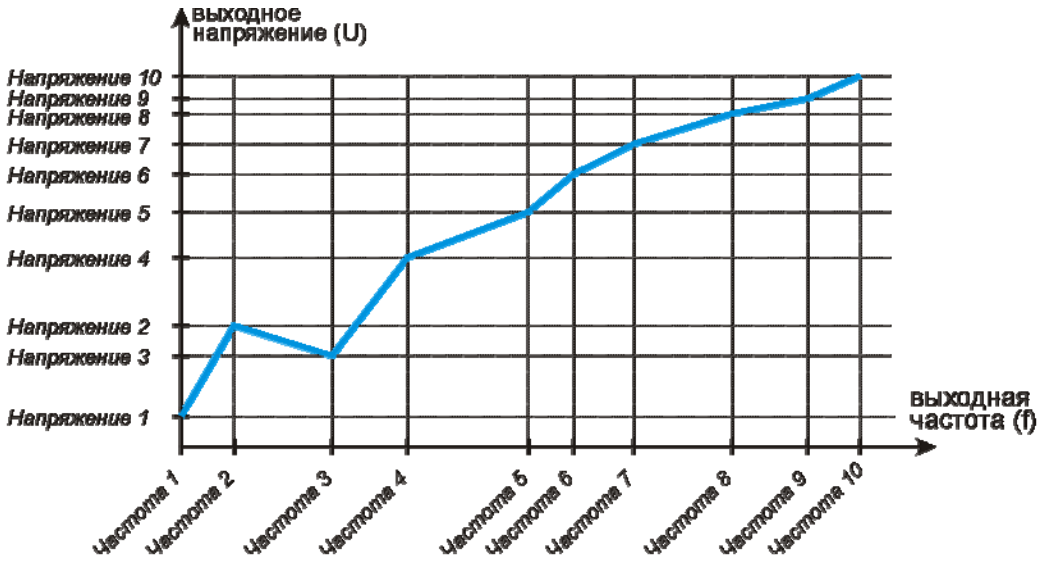

Рисунок 3.7.6 – Пример пользовательской характеристики U/f
- ➲ *кривая пользователя* - произвольная зависимость напряжения от частоты, задаваемая пользователем по 10 точкам (см. рисунок 3.7.6).
Характеристика задается пользователем по 10 точкам (см. рисунок 3.7.6). Для каждой точки могут быть произвольно настроены значение частоты и напряжения при этой частоте. Для точки 0 установлена фиксированная частота 0Гц.